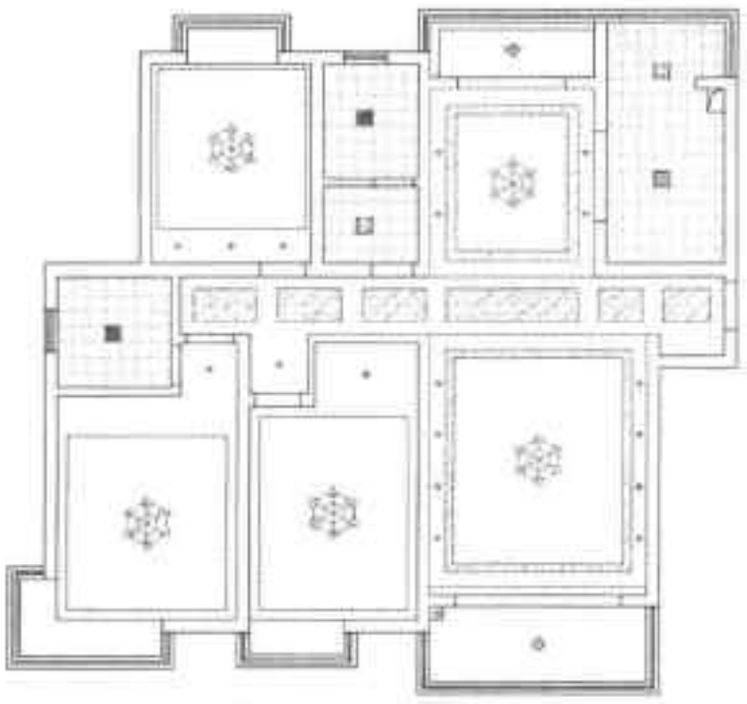

图19-80 复制筒灯
Step 27 执行“复制”命令，复制书房区域的筒灯，设置复制距离为 1000mm，如图 19-80 所示。